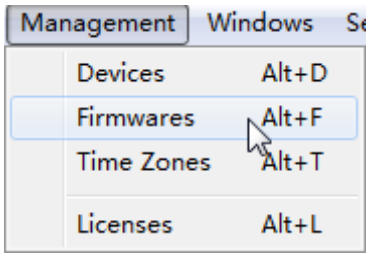

Fig 5.1
Step 1: open **EDPS ICE**, select **Management** from the EDPS ICE main menu bar, as shown in Figure 5.1.